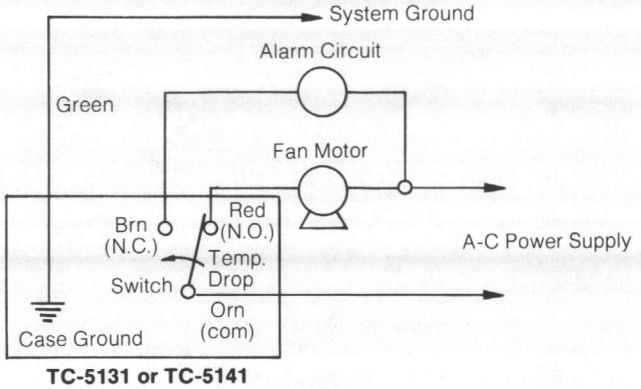

Figure 3
3. See Figure 3 for typical wiring.